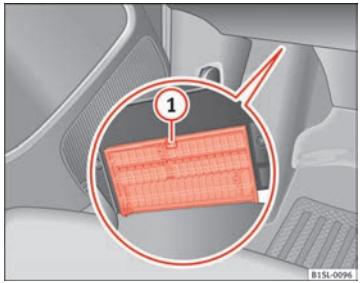

Fig. 142 Below the driver side dash panel: fuse box cover.
- *Opening*: press the unlock button ⇒ fig. 142 (1) until it is possible to open the cover.
- *Closing*: fold the cover up in the opposite direction to the arrow until it clicks into the locking lever (1).